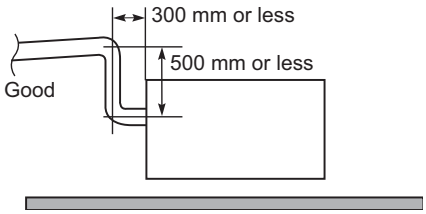

Fig. 2-106
- **If it is necessary to increase the height of the drain pipe, the section directly after the connection port can be raised a maximum of 500 mm. Do not raise it any higher than 500 mm, as this could result in water leaks. (Fig. 2-106)**